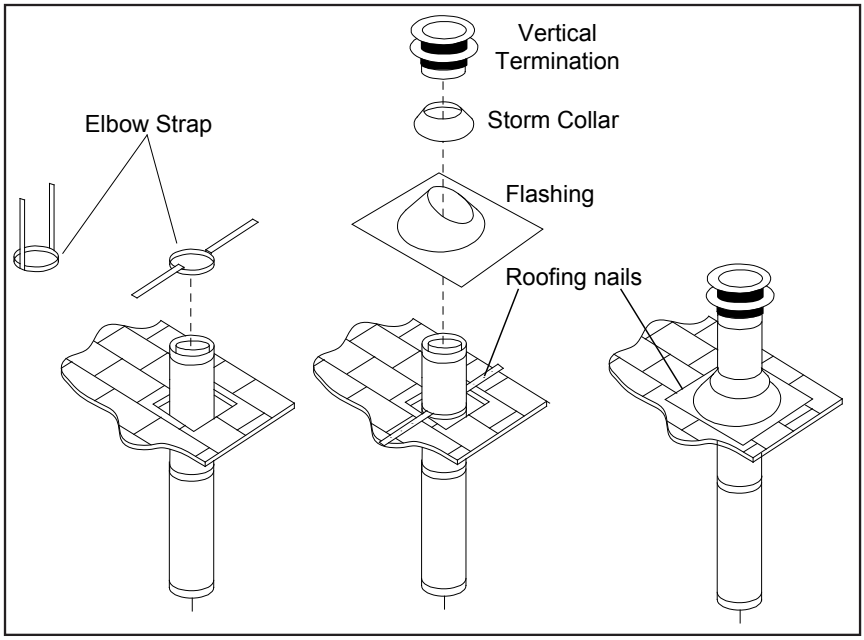

Figure 46. Vertical Vent Termination
Step 9. Slip the storm collar over the pipe, and push it down to the top of the roof flashing as shown in Figure 46. Use the non-hardening sealant around the joint between the pipe and the storm collar.